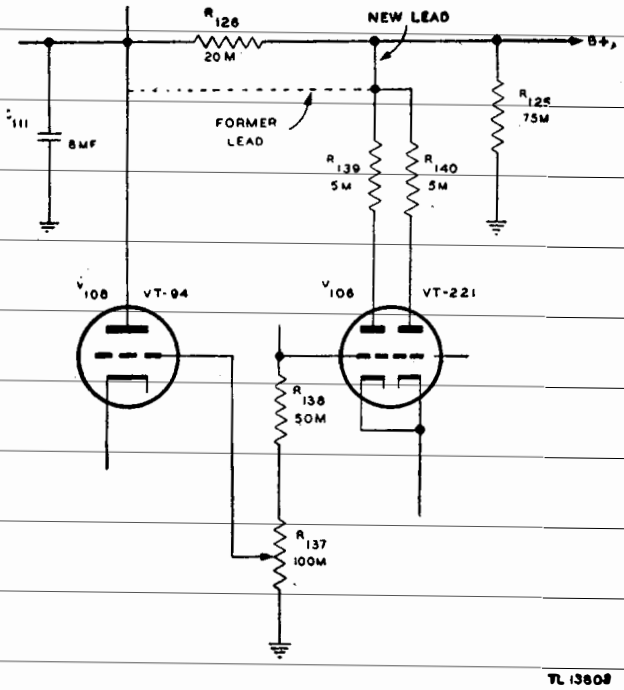

Figure 104. Diagram of change in sidetone oscillator circuit.
a. Beginning with serial number 1151 on Order No. 30203–Phila–43, a change has been made in the c-w sidetone circuit. The change increases the available sidetone signal level and compensates for a possible loss in signal level due to circuit element deterioration. The plate-voltage supply connection for tube V_{106} has been changed from the junction of resistors R_{126} and R_{127} to the junction of resistors R_{125} and R_{126}. (See fig. 104.) This change increases the plate-voltage to the sidetone oscillator tube V_{106}. The increased plate voltage results in an increase in output of the sidetone oscillator tube V_{106}. Resistor R_{138} has been changed from 100,000 ohms to 50,000 ohms. This change increases the level of the sidetone signal available at the sidetone volume control R_{137} slightly more than 2 db (decibels). The plate-supply lead for sidetone